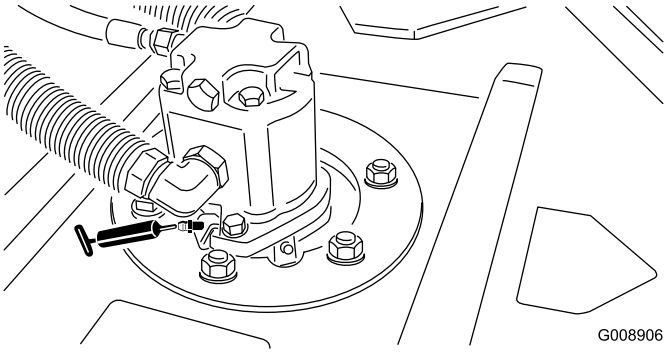

Figur 43
- Klippeenhedens spindelaksellejer (1 pr. klippeenhed) (Figur 43)